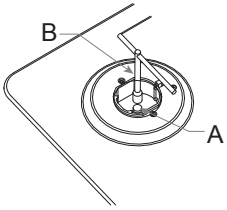

Fig. 6
• Reemplazar los inyectores, con el inyector correspondiente de la tabla (Ver fig. 6) Primero remover el quemador y anillos y con un dado de 7mm para encimera "B" desatornilla el inyector "A" (Ver Fig. 6)